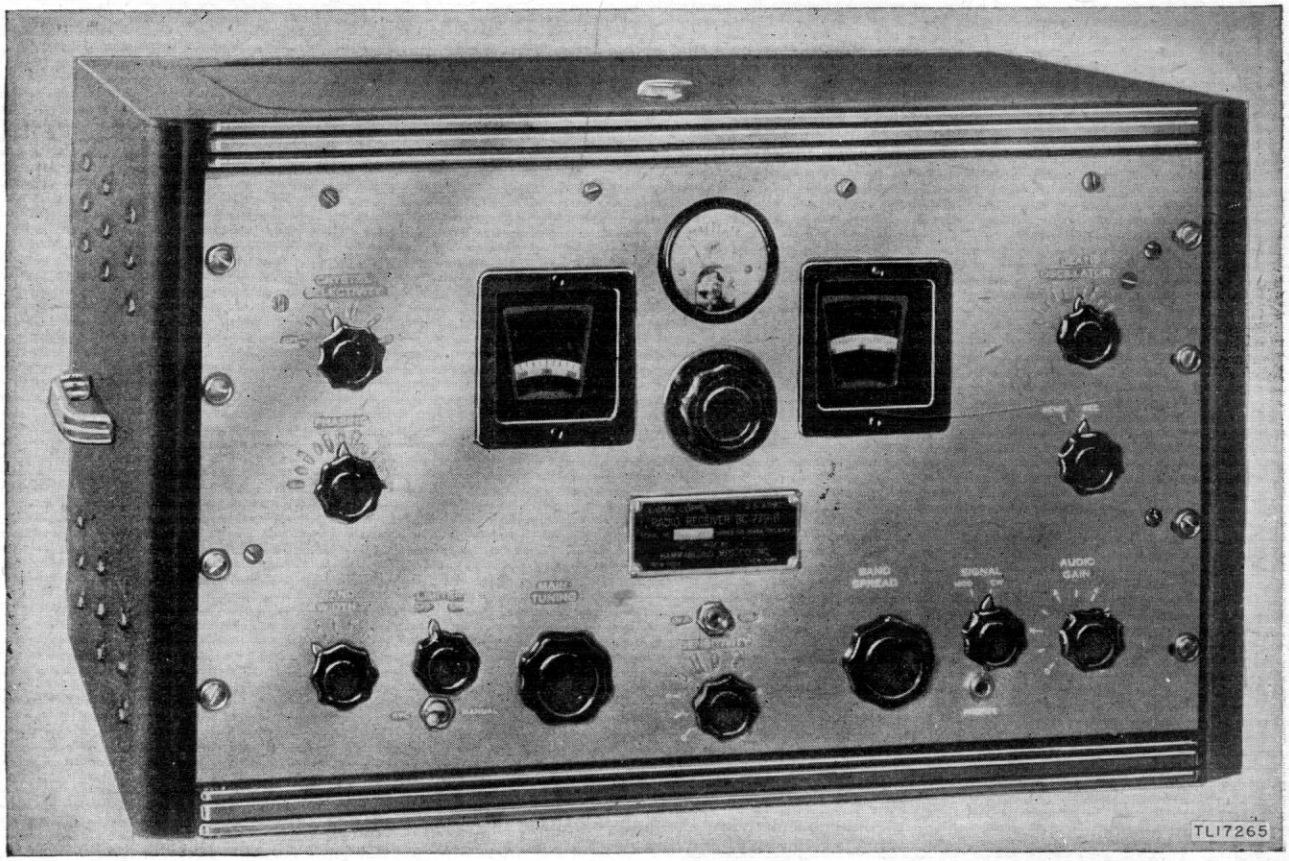
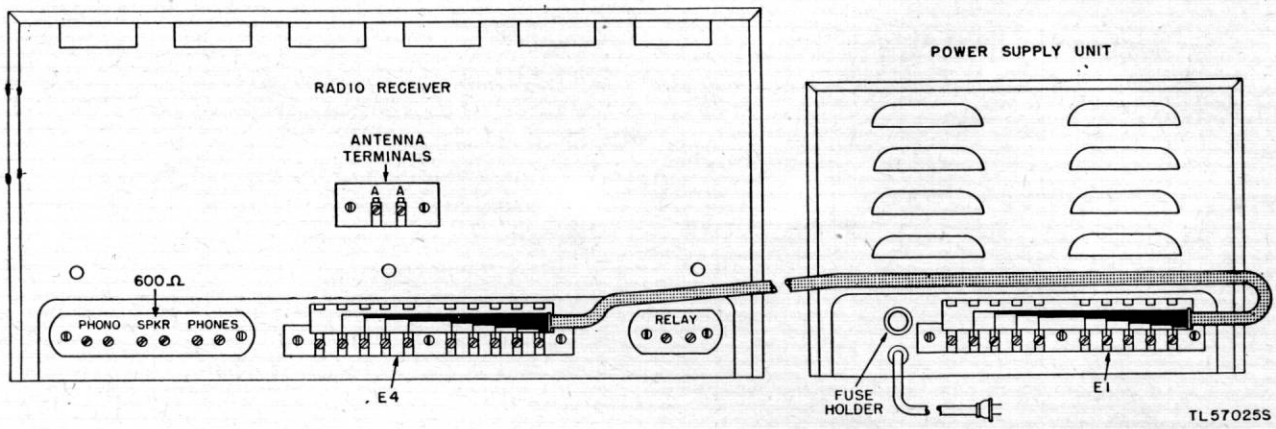
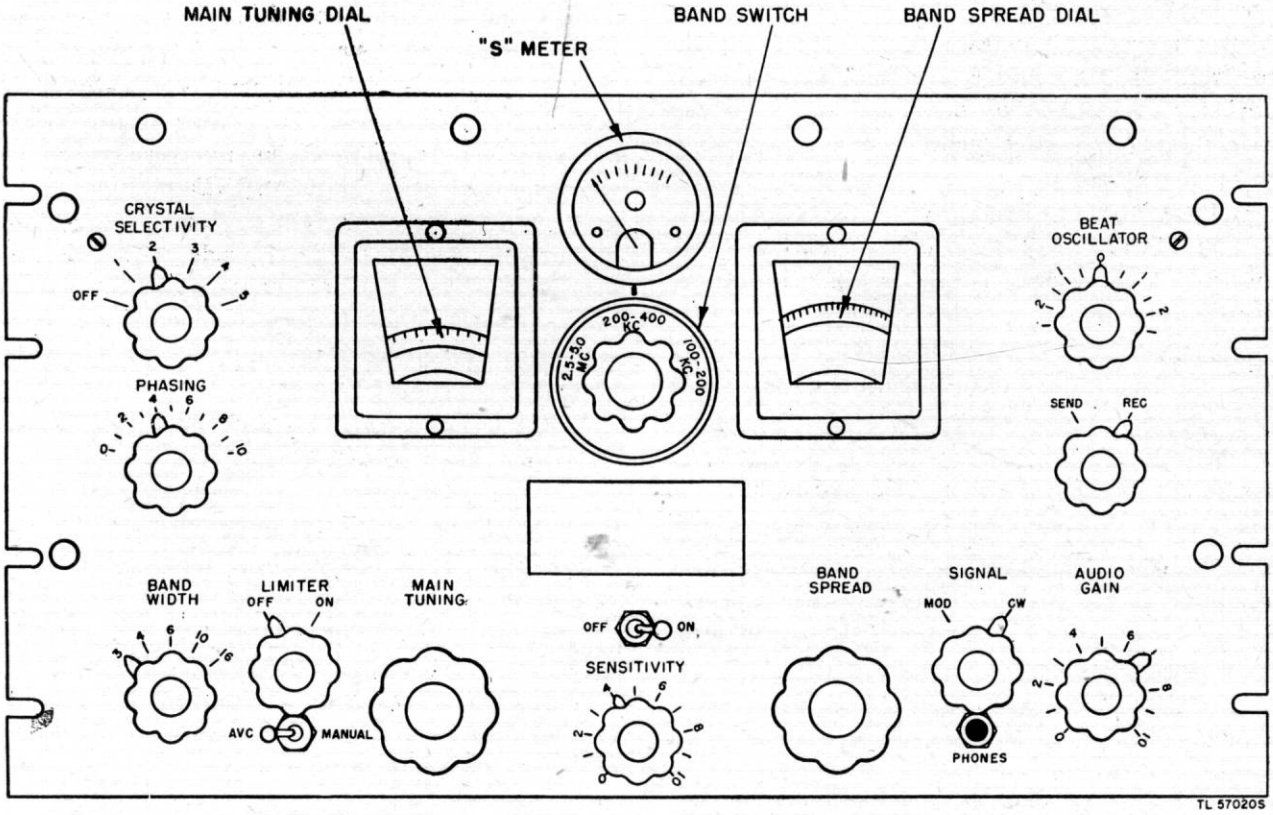

Figure 6. Radio Receiver BC-779-B in Cabinet CH-104-A.
Figure 10. Cable connections for a-c operation.
Figure 15. Radio Receiver BC-779-B, front panel.
The eight receivers described in this manual are similar in outward general appearance. Each receiver consists of a plated or painted steel chassis to which is attached a 19-inch panel with four mounting notches on each side arranged to fit a standard relay rack (fig. 1). The panel is attached to the front of the chassis by spacing studs and heavy diagonal braces extending from the sides of the chassis deck to the upper corners of the panel. The rack mounting model of the receiver is supplied with an over-all shield or dust cover which is secured to the back of the panel and rear skirt of the chassis by spade bolts, thumbnuts, and knurled thumbscrews. For table mounting, the dust cover is removed, and the receiver is placed in Cabinet CH–104–A (fig. 6). The under side of the receiver chassis is equipped with a steel cover plate which has heavy, felt-covered feet in the corners. The rear of the chassis (fig. 10) is provided with a terminal strip which is used in making connection either to the power supply unit or to batteries. The S meter located at the top center of the receiver panel is not supplied with Radio Receiver BC–1004–D.
(1) Remove the sheet metal covers from the terminal strip E4 on the rear of the receiver and from the terminal strip E1 on the power supply unit.
(2) Make sure that all 10 screws on each strip are unscrewed at least three turns.
(3) Attach one end of the connector cable to each terminal *exactly* as shown in figure 10 and
d. Earphones. Insert the plug of Headset HS–30 (or any other available headphone) into the PHONES jack (fig. 15), or connect it to the screw terminals marked PHONES on the rear of the chassis (fig. 10). No matching transformer is necessary.
15. Receiver Controls (fig. 15)
o. SEND-RECEIVE SWITCH. This switch is provided for use when the receiver is used with an associated transmitter. The receiver is silenced when the switch is in the SEND position. This position allows the receiver to remain ready for instant use. The RELAY terminals at the rear of the receiver (fig. 10) are for convenience in connecting a relay to disconnect automatically the receiver in preference to operating the SEND-REC switch.
q. SPKR TERMINALS. These terminals on the rear of the receiver (fig. 10) are provided so that a permanent magnet type loudspeaker may be connected to the output of the receiver.